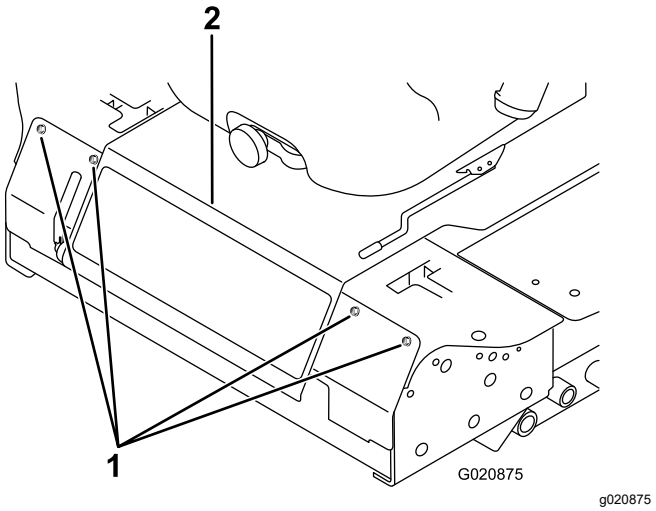

Figur 44
2. Lossa skruvarna som håller fast den främre panelen och ta bort den (Figur 44).